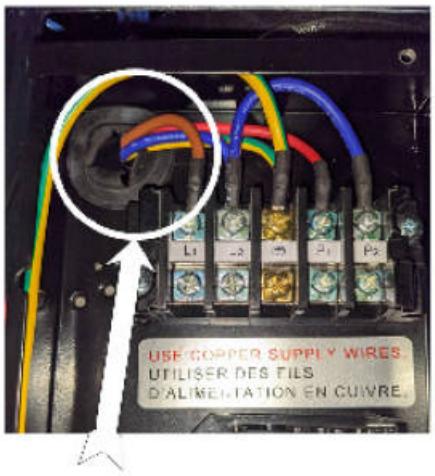

Figure 20. Insert Cable to PC Board (On/Off Models Only)
6. Insert 36” + (1 meter) of cable through the chase to the PC Control Board. See **Figure 20.**